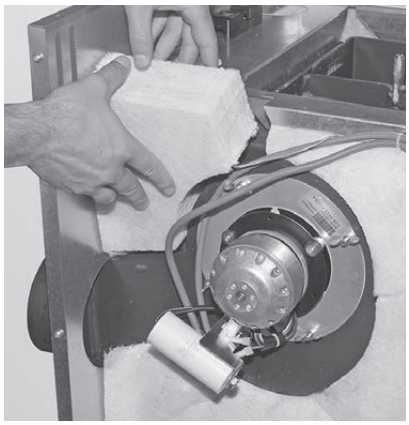

Fig. 36 Applicare l'isolamento (incluso, posto di lato sotto il ventilatore gas combusti)
- Infilare l'isolamento (incluso, posto di lato sotto il ventilatore gas combusti) in alto in corrispondenza del bocchettone dei gas combusti – Fig. 36.